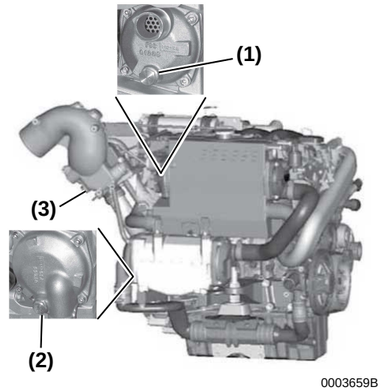

***Figure 9***
Zinc anodes are located in the heat exchanger **(Figure 9, (1))** and the charge air cooler **(Figure 9, (2))**.
A zinc anode is also located in the optional high-rise elbow **(Figure 9, (3))**.